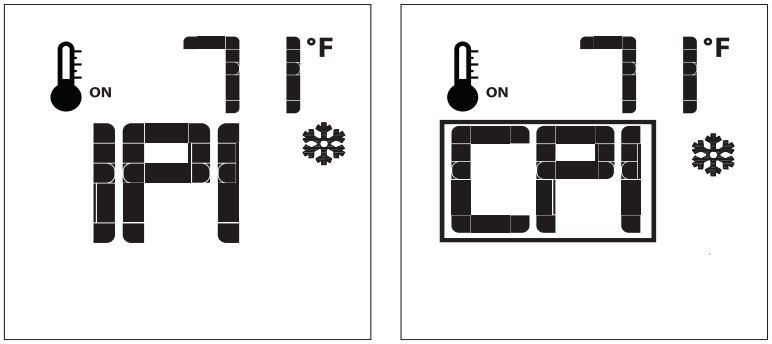
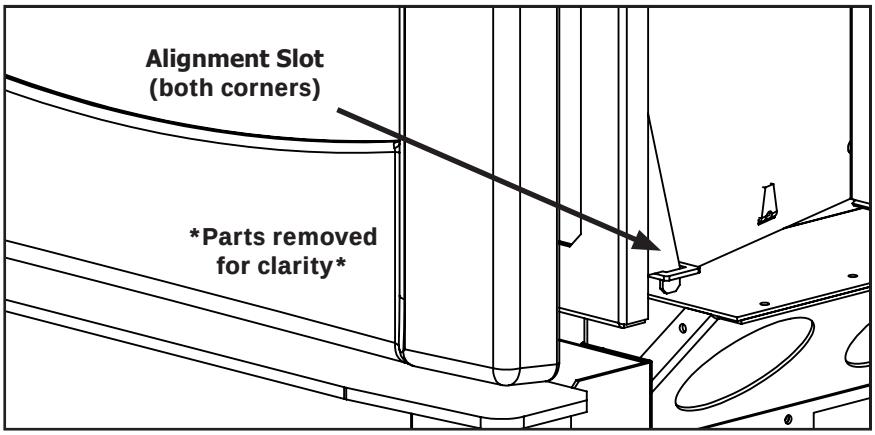

Figure 8: CPI Pilot Mode.
Figure 18. Bottom Alignment Slots for glass door
When the S30I is turned off press the mode key to index to the constant pilot (CPI) mode icon (see figure 8). Pressing the up arrow key will select Continuous Pilot Ignition (CPI) and pressing the down arrow key will return to IPI. Once a selection is made the IFC will beep once to confirm it had received the command. **NOTE: It is recommended to use the continuous pilot mode during the winter when the outside temperature is below 50°F (10°C) to keep the chimney properly heated for updraft during burner ignition.** Continuous pilot mode also keeps the firebox warm which eliminates both heat loss to cold air that is trapped inside the firebox as well as excessive exhaust vapour condensation on the door glass.
In order to install the log set, and for regular cleaning, the glass door must be removed. The cast door must first be removed, as outlined in the section above, before accessing the door latches. There are two (2) door latch mechanisms on top the glass door as shown in Figure 8. Each latch has a hole at the front to use the door tool, supplied with the unit, to pull the mechanisms straight out and up. When the top latches are unhooked, lean the door forward and then lift it up out of the alignment slots at the bottom corners of the firebox, shown in Figure 18.